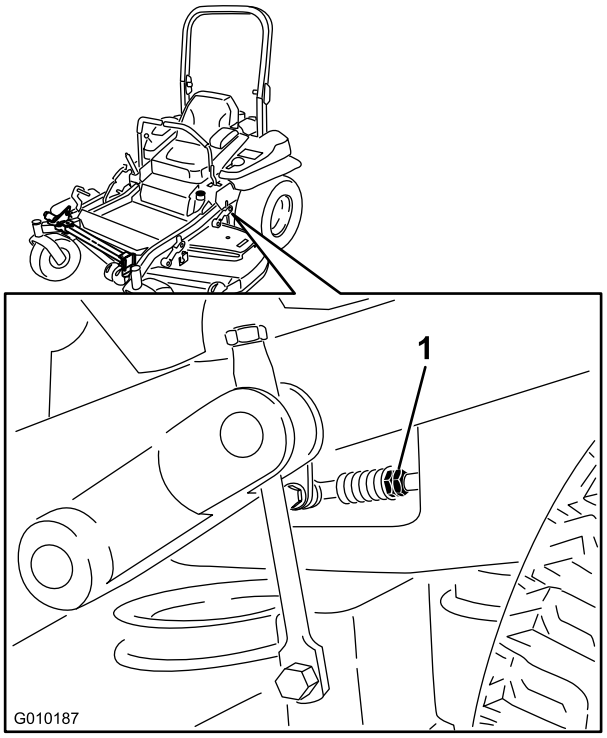

Figur 82
7. Flyt bevægelseshåndtagene ind til neutralposition. Juster pumpekontrolstangens længder ved at dreje dobbeltmøtrikkerne på stangen i den relevante retning, indtil hjulene kryber en smule i bakgear (Figur 82). Flyt bevægelseshåndtagene til bakpositionen, mens der påføres et let tryk på håndtaget, så omstyringsindikatorfjedrene bringer håndtagene tilbage til neutral position. Hjulene skal holde op med at dreje eller krybe en smule i bakgear.